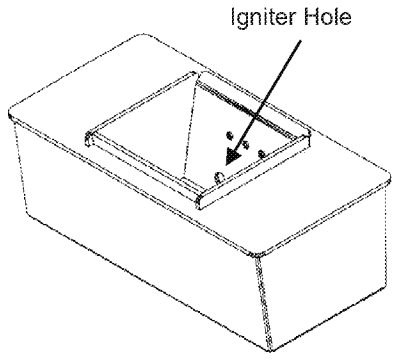

FIGURE 17
g. Replace inner section into burnpot; make sure it is level and pushed all the way back down and that the igniter hole is to the rear when it is reinstalled (see Figure 17).